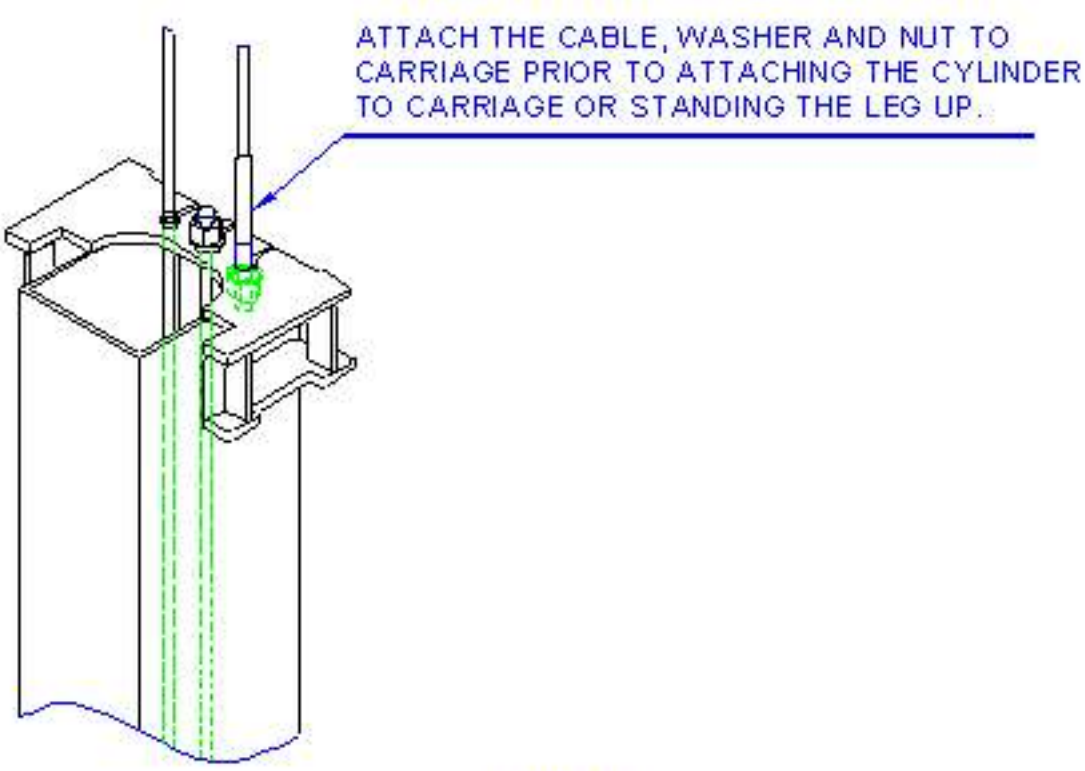

Figure 4
K. Feed one end of an equalization cable through the right hole on the top of the carriage (Figure 4). Continue feeding the cable until it extends out through the bottom of the carriage. Attach a nylon insert locknut and washer to the end of the cable. Make sure to leave 3.5 mm of cable extended past the nut. Pull from the opposite end of the cable until the washer makes contact with the top of the carriage. Repeat this step for the opposite cable and carriage.